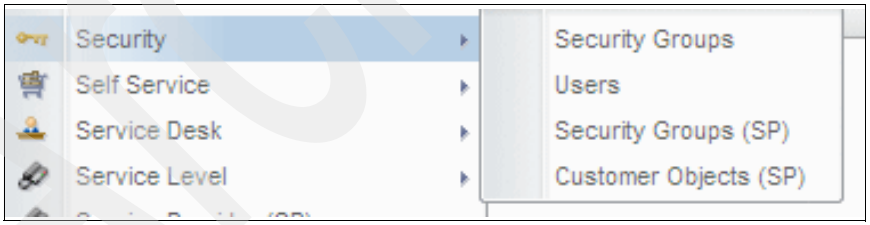

Figure 3-11 Security Groups (SP) application
3.4 Security Groups (SP)
You set up security privileges by group. You use the Security Groups (SP) application to create groups, and then you specify group privileges and restrictions for applications and options. You can also use Customer Authorization (Person (SP) application) to restrict access to customer-level information. Figure 3-11 shows how to access the Security Groups (SP) application.